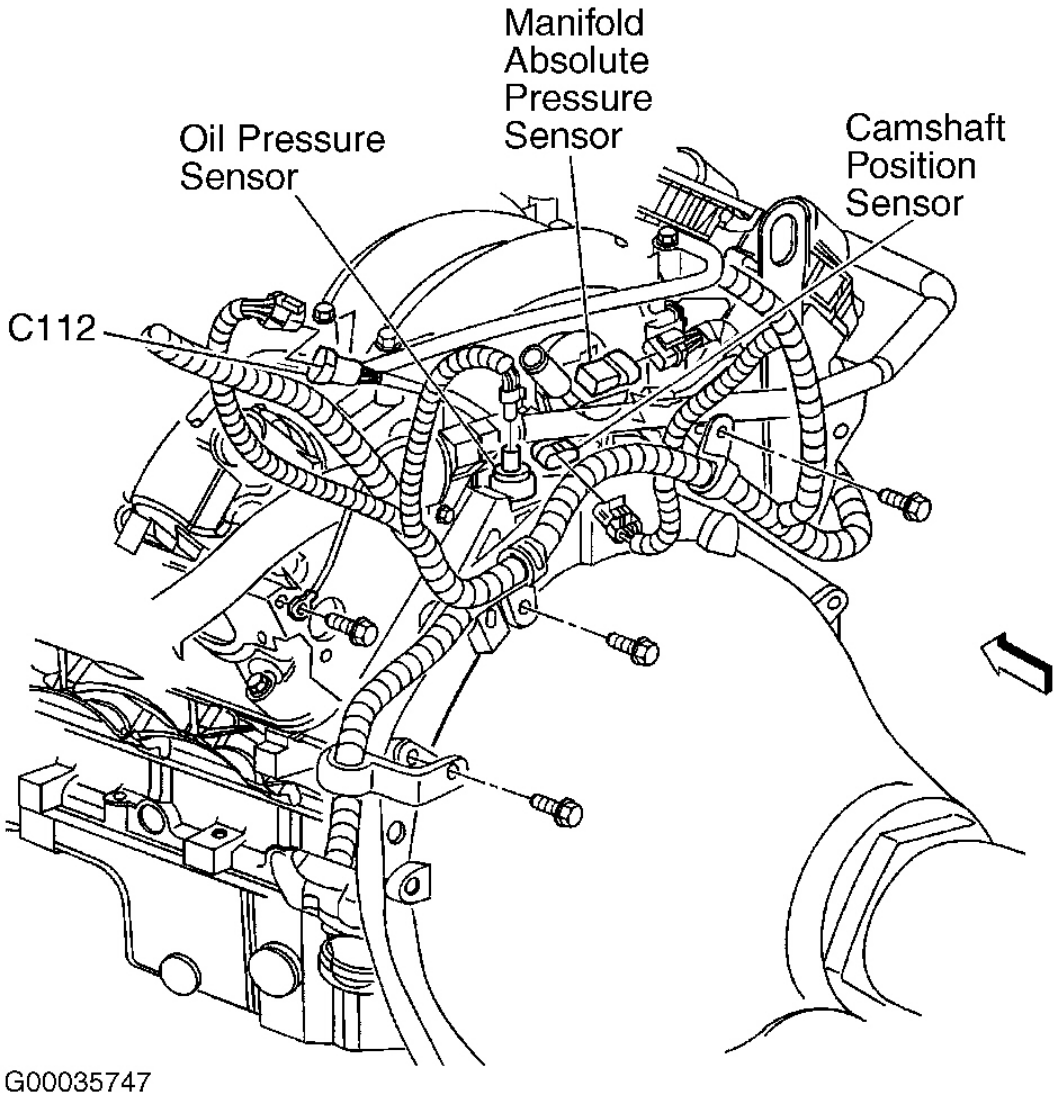

Fig. 12: Locating Components At Rear Of Engine
Engine Oil Pressure (EOP) sensor is mounted on top rear of engine. See **Fig. 12** . EOP sensor measures changes in engine oil pressure. EOP sensor changes resistance based on changes in engine oil pressure.
5. Locate and disconnect EOP sensor connector. See **Fig. 12** . Connect a jumper wire between EOP sensor connector terminals "B" (Gray wire) and "C" (Tan/White wire). Monitor engine oil pressure voltage on scan tool. If voltage is not approximately 5 volts, go to next step. If voltage is approximately 5 volts, go to step 11 .
5. Locate and disconnect EOP sensor connector. See **Fig. 12** . Monitor engine oil pressure voltage on scan tool. If voltage is less than one volt, go to next step. If voltage is more than one volt, go to step 7 .